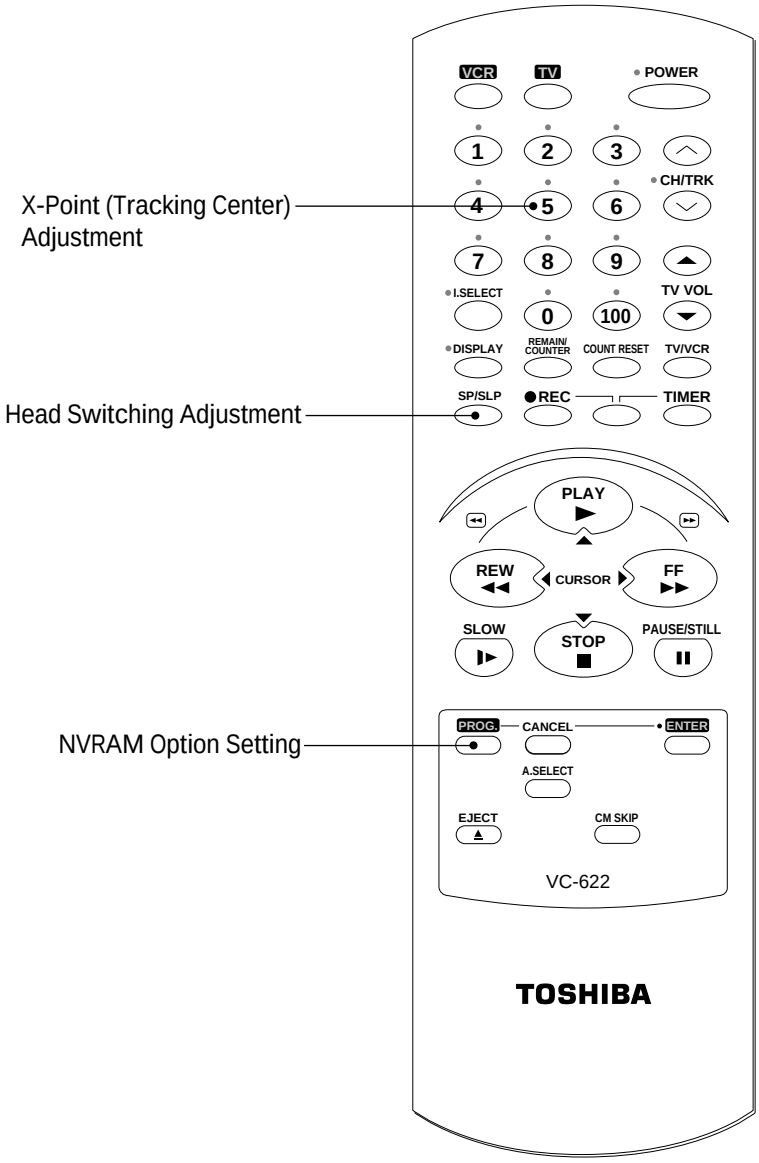

Fig. 5-1
3) Press the "5" button of remote control then adjustment is operated automatically. (See Fig. 5-1)